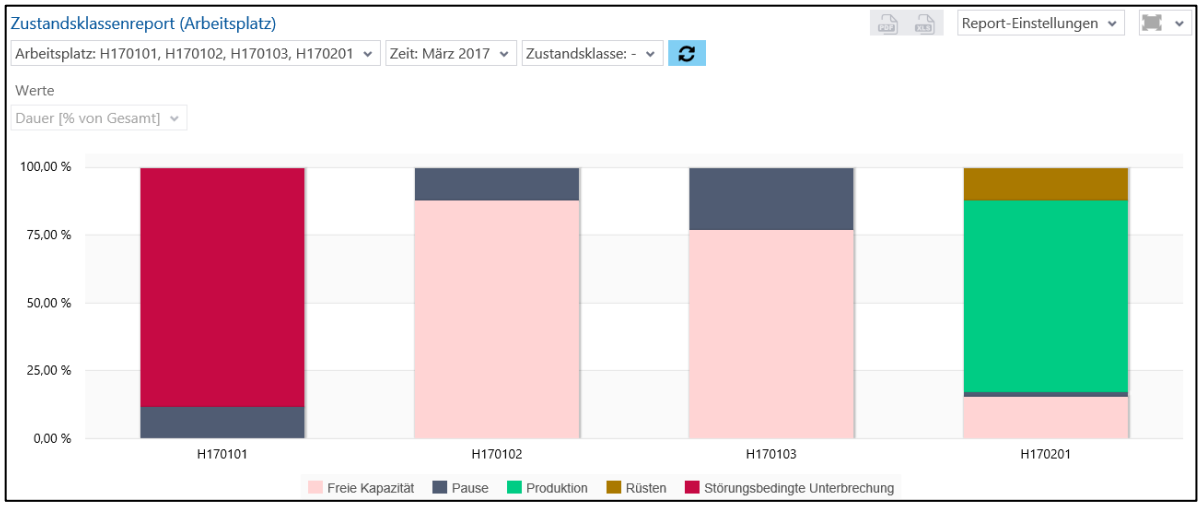

**Bild 55: Zustandsklassenreport (Arbeitsplatz) als Säulendiagramm**
- Zustandsklassenreport (Arbeitsplatz) als Säulendiagramm (Bild 55):